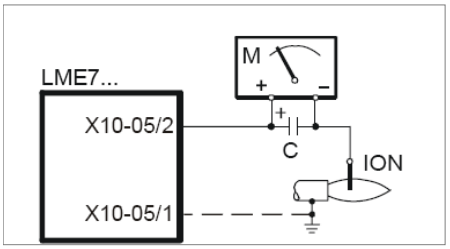

Fig. 7:
4. El VD se puede montar girado a 180º, fig. 7.